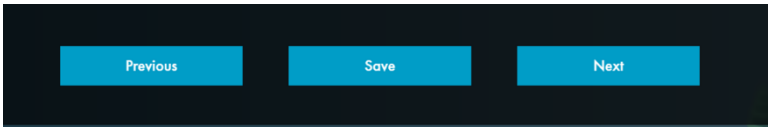

***Figure 10: The action buttons at the bottom of each page**. Click on the Save button to save entered data before moving to the next section.*
- From the home page, users may browse all sections of the Calculator by clicking on the map pinpoints or the top menu buttons. Within each page, when data is entered in the required fields, inputs must first be saved by clicking on the Save button, then users may click on the Next button to advance to the next section (or click any button on the top menu to move to the desired section) (see Figure 10). **IMPORTANT**: once inputted, data is NOT automatically saved; as such, if users click on the 'Next' button without having saved it before, data will be lost.